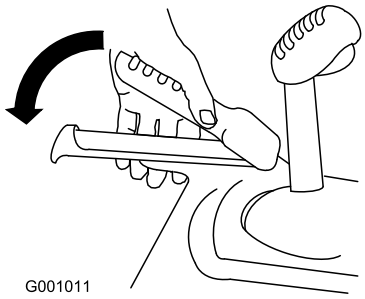

**Figur 20**
3. Pressa ned det vänstra reglaget (drivningsreglaget) till handtaget (Figur 20).
6. Pressa ned det vänstra reglaget (drivningsreglaget) till handtaget (Figur 20).